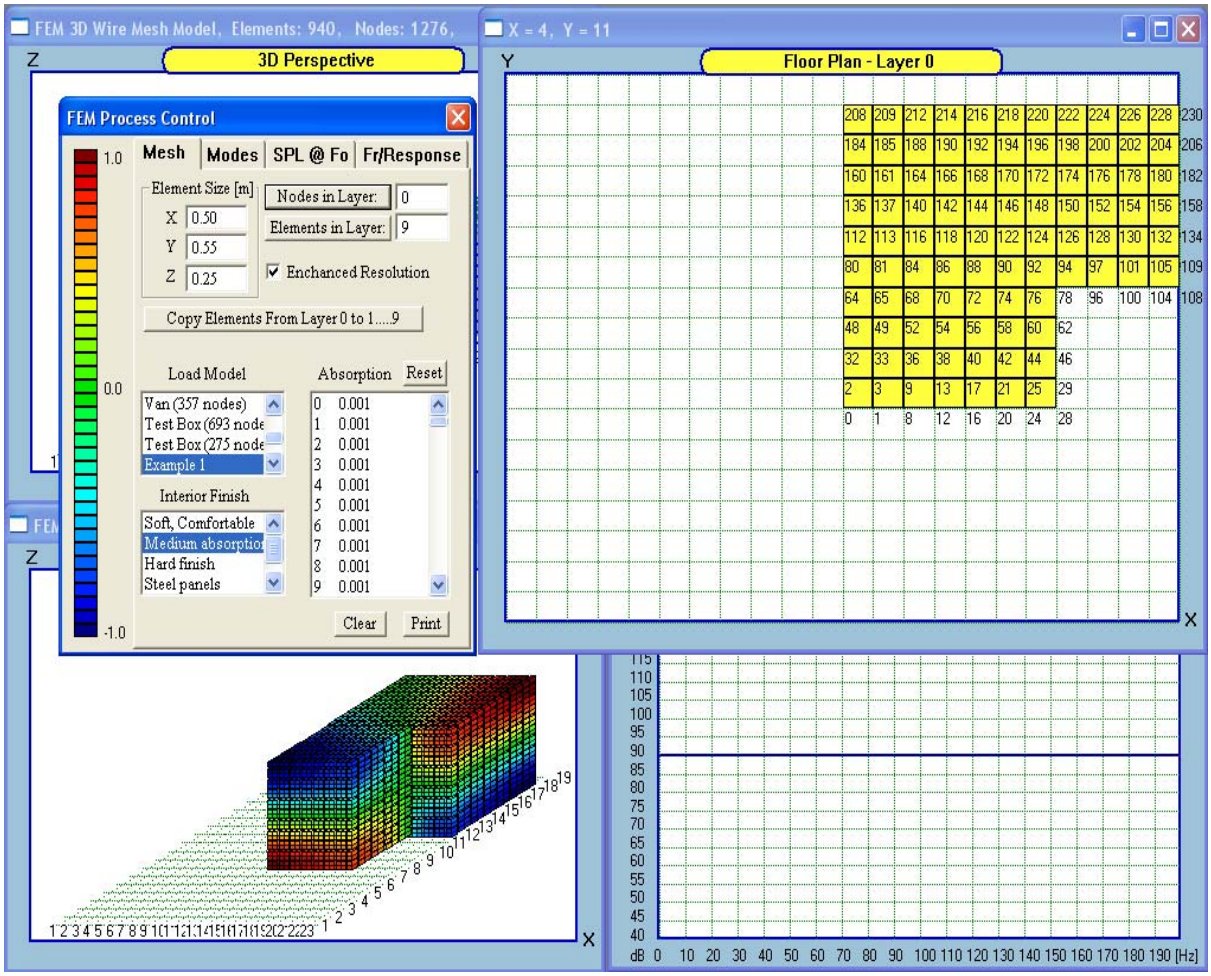

Figure 15.1 Example of a floor plan.
For the purpose of further analysis, we selected a listening room having the shape indicated in Fig. 15.1. The floor plan is bounded by the Nodes: 0,28,78,108,230 and 208 corners. The "brick element" we used to model the internal volume of the room has the following dimensions: X=0.5 meter, Y=0.55 meter and Z=0.25meter. The room is acoustically untreated and walls are 100% reflective - this would be a good approximation of a great majority of home listening environments at frequencies below 70Hz.
As mentioned before, higher modes, for this particular type and size of modeling elements, tend to attract a small percentage error. You can reduce the error and increase overall accuracy by selecting elements of smaller size. For the given room dimensions, the lowest mode is 27Hz and it can only develop if you place the loudspeaker in corner Node 230 and select your listening position in corner Node 0 (see Fig. 15.1). The area to avoid for listening position is the straight line between corners Node 78-208. The second lowest mode is 36Hz (see Fig. 15.10) and this one is not readily predicted without the FEM method. To energize this mode, one would place the second loudspeaker right in the Node 208 corner and avoid listening positions half-way along the walls Nodes 208+230 and Nodes 0+208 and also middle of the room. Two things need to be emphasized strongly here: (1) by placing your loudspeakers in the corners of the room, you take advantage of what is known as “room gain”. It can add as much as 10dB at low end frequencies to your loudspeaker output, as compared with the “free space” response, (2) room modes, being based on standing waves phenomenon, also amplify the sound at specific frequencies. Therefore, you do not need to locate your listening position at nodes with 100% pressure. We would strongly suggest aiming for 40-60% pressure nodes locations but avoid nodes of 0% pressure at all costs. With the above in mind, you will find that placing the subwoofers in corners Node 208 and 230 and selecting you listening area framed by [X13,Y8], [X17,Y8], [X13,Y10], [X17,Y10] points secures reasonable (not perfect) reproduction of the lowest two modes. As you can see, one would recommend a satellite system with two subwoofers and two satellites, one located in corner Node 208 and the other half-way along the Nodes 208+230 wall. The X,Y and Z nodes can be easily translated into physical space coordinates of the room with the help of the element XYZ dimensions. Higher modes, shown in Figures 15.10, 15.11 and 15.12 are useful in understanding what is the cost of this particular arrangement and we suggest you draw your own conclusions here. Having reviewed the modes, it should become easier to see, why the acoustically untreated room is a compromise. On the positive side however, you can now make an intelligent choice and understand tradeoffs between choosing this particular positioning of loudspeakers and listening area. Some of us will be tempted to take advantage of the room modes.
SoundEasy uses "brick" (8-node) elements to approximate the volume of the listening room and the functions describing the pressure distribution between the nodes are linear. This is important, as knowing the pressure at the nodes, one can calculate pressure at any distance between them. One of the limitations of the above approach is that FEM can not model the "close field" sound pressure very accurately. It would take much more dense (finer) mesh to do this job properly. We are not however concerned with this limitation, because the job at hand is to look at the whole room. For the purpose of illustrating the application of the FEM method we selected a listening room shape indicated on Figure 15.1. This is an L-shaped room with wall Nodes 0-28 slightly longer than Nodes 108-230 wall. This deliberate lack of symmetry will make the analysis perhaps more difficult, but will emphasize the usefulness of the FEM.